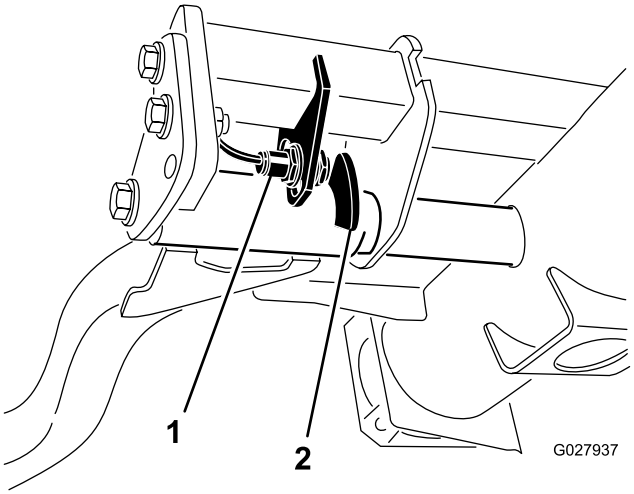

Figur 38
2. Lyftarmsbrytaren sitter under hydraultanken, bakom den främre, högra lyftarmen (Figur 38).